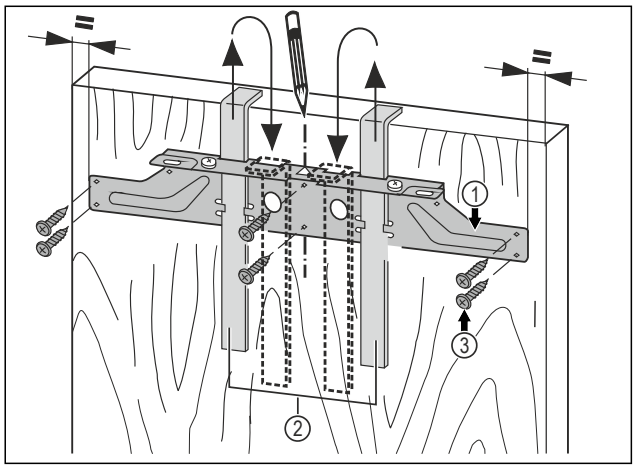

Fig. 59
- ▶ Hang the fastening bar *Fig. 59 (1)* with the mounting aids on the inside of the unit door *Fig. 59 (2)*.
- ▶ Align the fastening bar *Fig. 59 (1)* in the centre of the door.
- ▶ Tighten the mounting bar *Fig. 59 (1)* with at least 6 screws *Fig. 59 (3)*.
- ▶ Screw the mounting bar *Fig. 59 (1)*to the edge with 4 screws *Fig. 59 (3)*.
- ▶ Pull the assembly devices *Fig. 59 (2)* upwards and push them, at an angle, into the receiving openings.